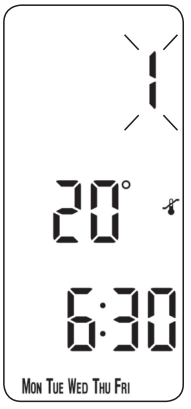

Fig. 13
a) Press **PROG** button until Event 1 flashes, then press the **DAY** button until display shows weekdays ***(Fig. 13)***.